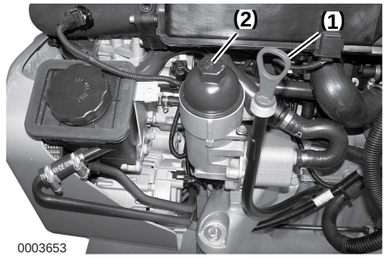

***Figure 3***
2. Remove dipstick **(Figure 3, (1))** and wipe with clean cloth.